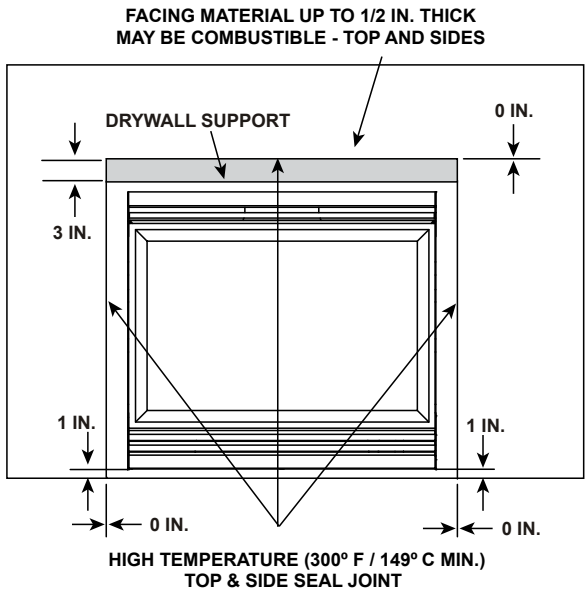

Figure 10.1 Non-combustible Facing Diagram
- Seal gaps between the finished wall and appliance top and sides using a 300 ºF minimum sealant. Refer to Figure 10.1.